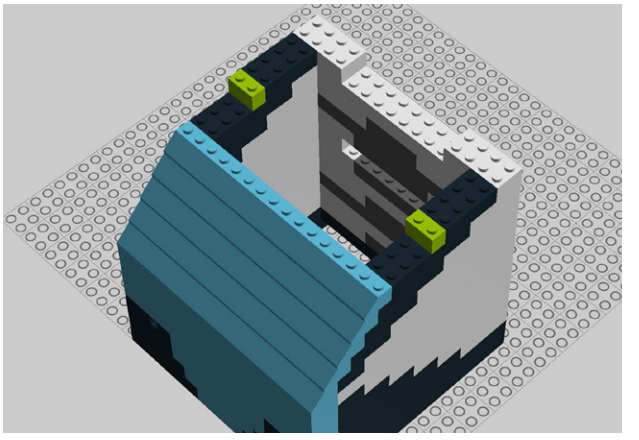

Figure 9-57. *Step 52: Adding a pair of 2x1 bricks*
52. Add two 2x1 bricks (Figure 9-57).